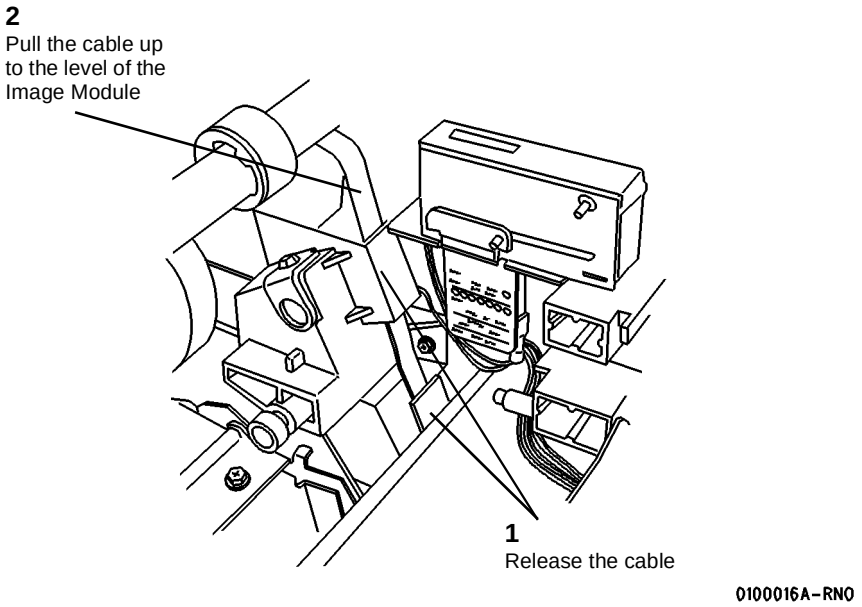

**Figure 6 Preparing the Video Cable**
12. (Figure 6): Continue to pull the Video Cable through the hole after releasing it from the cable guides.